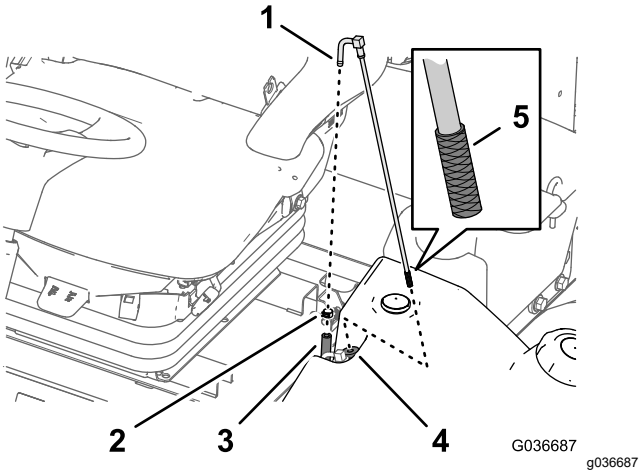

**Figuur 97**
1. Verwijder de slangklem waarmee de brandstoftoevoerslang is bevestigd aan de fitting van de brandstofaanzuigbuis (Figuur 97).
2. Neem de slang van de fitting (Figuur 97).
3. Til de brandstofaanzuigbuis van de brandstoftank (Figuur 97).
4. Verwijder vuil van het scherm aan het uiteinde van de brandstofaanzuigbuis (Figuur 97).
5. Steek de brandstofaanzuigbuis door de rubberen lagerbus en in de tank (Figuur 97).